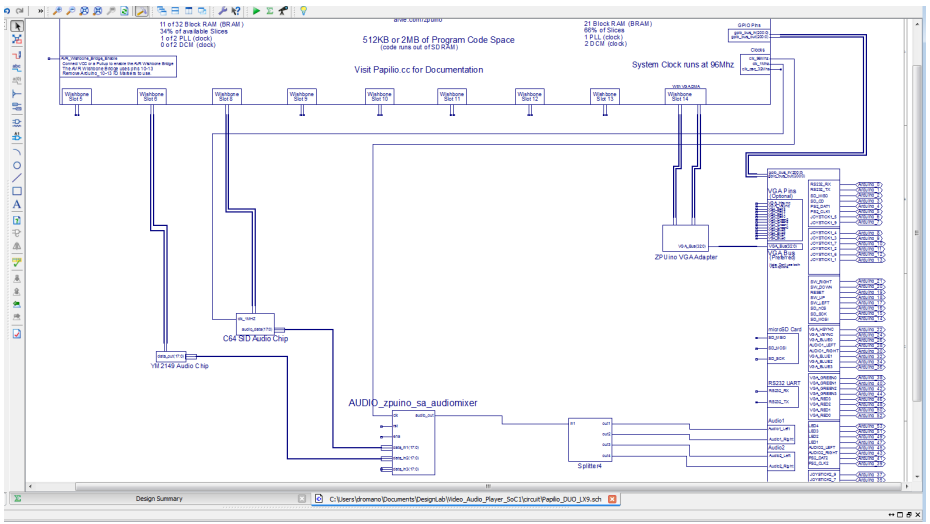

Figure 6-21 *Add audiomixer and splitter*
4. Add *AUDIO_zpuino_sa_audiomixer* and *Splitter4* symbols and connect them to the output of the YM2149 and C64 SID. Also connect the ck (clock) of the audiomixer to the ck_96MHz clock of the ZPUino, as shown in Figure 6-21.